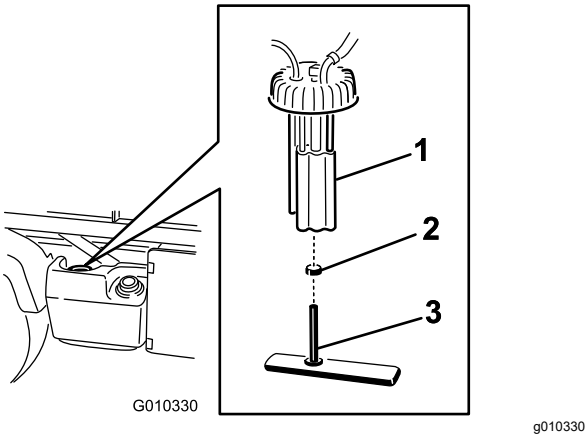

Figur 47
2. Koble ledningsfastspennerne fra drivstoffpumpen (Figur 47).
3. Løsne slangeklemmen og koble drivstoffslangen fra drivstoffpumpelokket (Figur 47).
4. Ta av drivstoffpumpelokket fra toppen av drivstofftanken (Figur 47).
5. Fjern drivstoffpumpeenheten og drivstoffilteret fra tanken (Figur 47).
7. Fjern slangen fra nippelen (Figur 47).